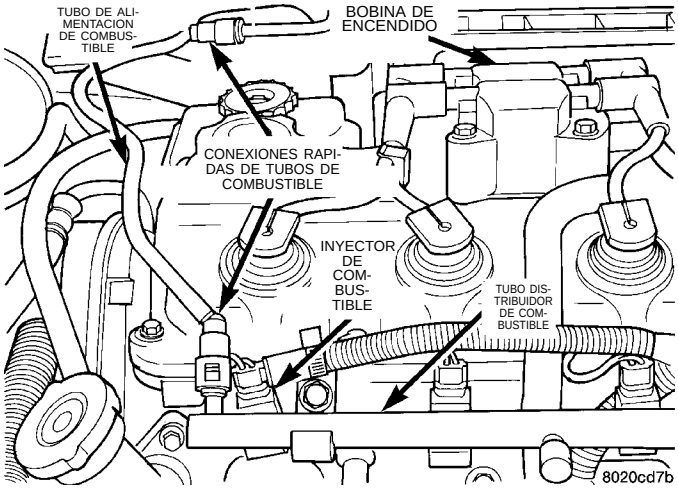

Fig. 28 Tubo distribuidor e inyectores de combustible
(1) Desconecte el cable del negativo de la batería.
(2) Descargue la presión del sistema de combustible. Consulte Descarga de la presión del sistema de combustible en esta sección.
(3) Desconecte el tubo de alimentación de combustible del tubo distribuidor. Consulte Racores de conexión rápida en la sección Distribución de combustible de este grupo.
(4) Desconecte los conectores eléctricos de los inyectores de combustible (Fig. 28).
(5) Retire los tornillos de instalación del tubo distribuidor de combustible.
(6) Levante el tubo distribuidor para extraerlo del tubo múltiple de admisión. Cubra las aberturas del